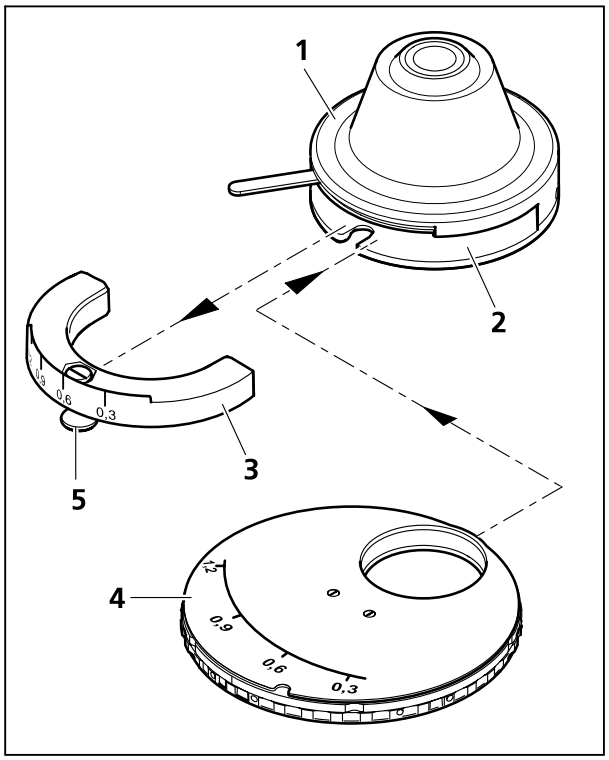

Bild 3-54 Modulatorscheibe in Kondensor 0,9/1,25 H
- Kondensor (Bild 3-54/**1**) aus Kondensorträger herausnehmen (siehe Abschnitt 3.1.13).
- Klemmschraube (Bild 3-54/**5**) des Skalensegments (Bild 3-54/**3**) des Kondensors mit Schraubendreher (SW 3) lösen und Skalensegment nach vorn herausziehen.
- Modulatorscheibe (Bild 3-54/**4**) mit der zweizackigen Gabelöffnung voran so in den Kondensor einschieben, dass die darin befindliche Führung beidseitig eingefasst wird und als Anschlag für die Modulatorscheibe dient. Gleichzeitig ist darauf zu achten, dass sich der Zapfen der Klemmschraube der Modulatorscheibe in der Orientierungsnut des Kondensors befindet.